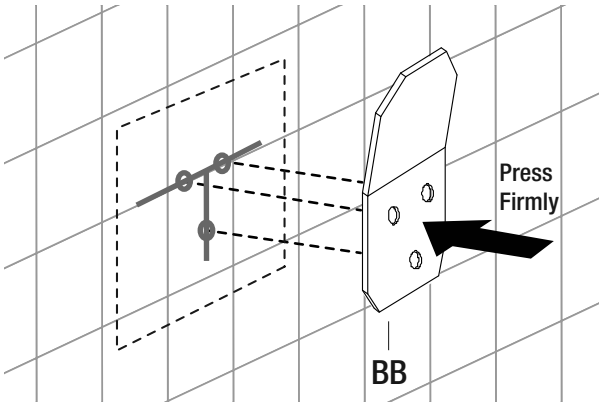

Fig.14B
If you prefer NOT to use wall screws to secure the bottom bracket (BB) to the wall, simply peel the backing off the bottom bracket double sided tape (BB) and secure it to the wall by first aligning it with previously drawn layout holes and pressing it firmly into the wall for 5 to 10 seconds as shown in figure 14B.